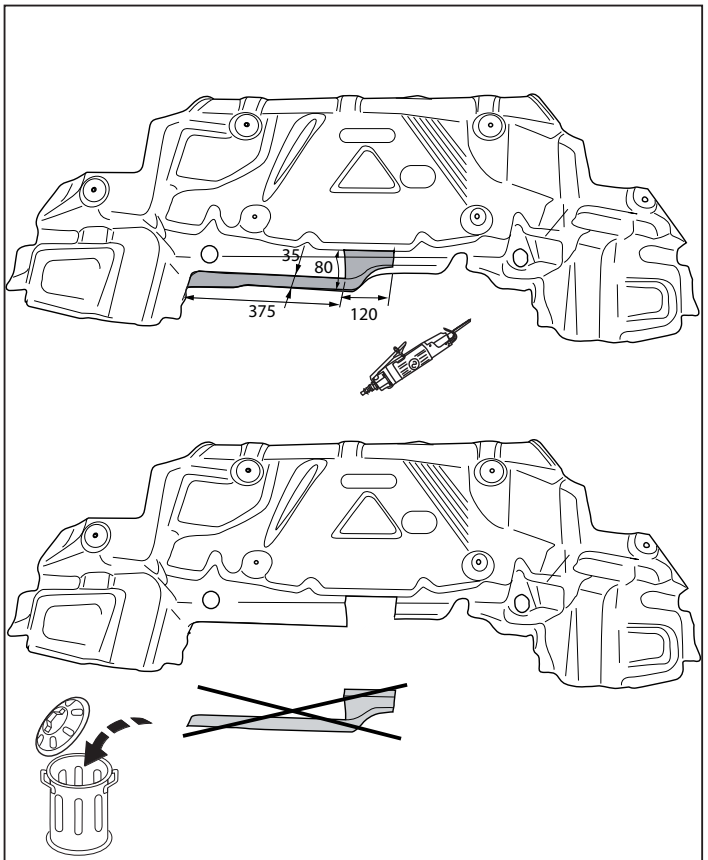

Fig. 2
8. Выпилить часть из теплозащитного экрана, как указано на рис. 2.